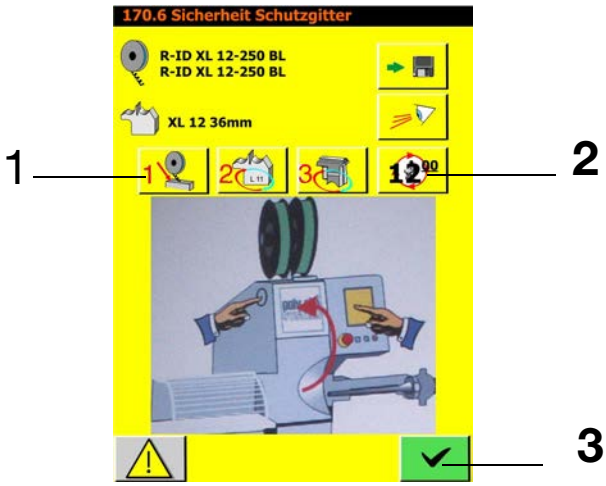

Fig. 5-3 1 Clip loading position button
- With the safety circuit closed, press the Clip loading position button (1, Fig. 5-3).
- With the safety circuit closed, press the 12 o'clock button (2, Fig. 5-3).
- Exit the screen using button 3 (Fig. 5-3).